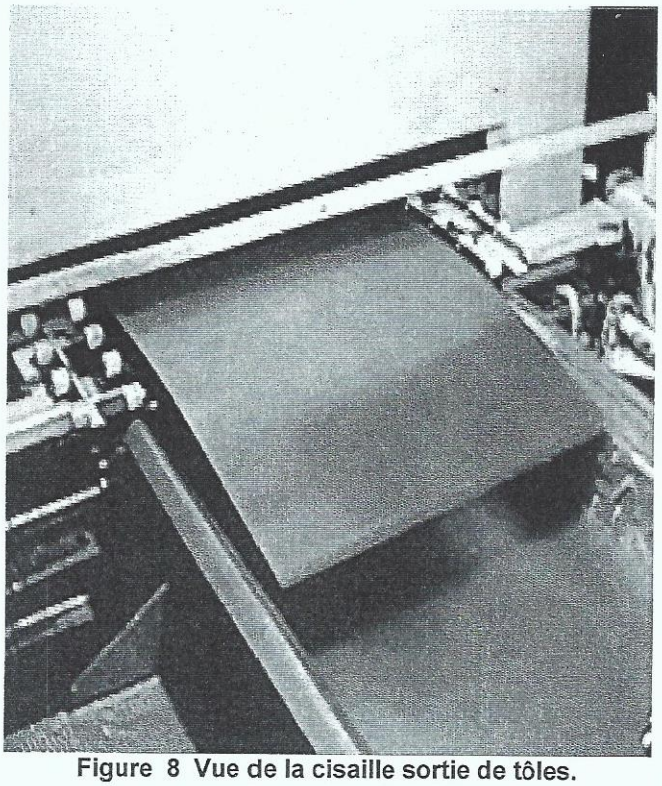

**Figure 8 Vue de la cisaille sortie de tôles.**
- au découpage en feuilles (cisaillage voir figures 8 et 9),